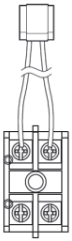

Fig.1
① Trovare un kit morsettiera per riscaldatore di supporto (Fig. 1).
② Assemblare il kit morsettiera usando la vite sull'unità.